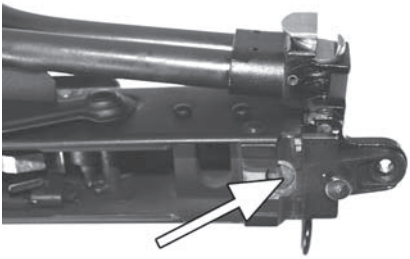

Rys. 77. Demontaż kolby składanej – kolejny etap
- Odchylić ramię kolby i odkręcić przy pomocy wkrętaka wkręt osady kolby przytrzymując jednocześnie kluczem nakrętkę osady kolby (rys. 77).